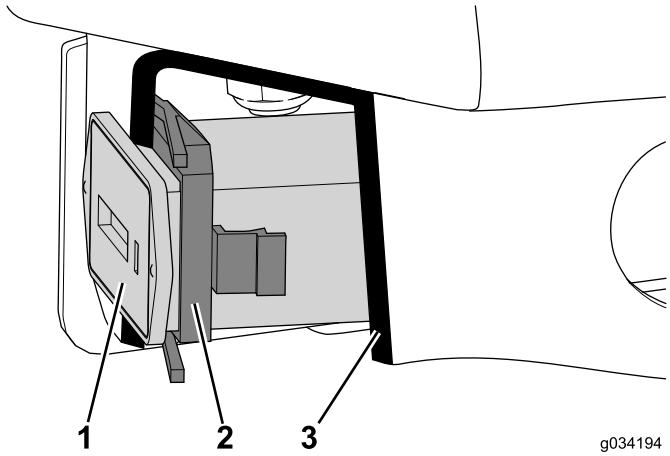

Rysunek 26
1. Wciśnij licznik motogodzin w wycięcie, a następnie zamocuj elementem ustalającym (Rysunek 26).